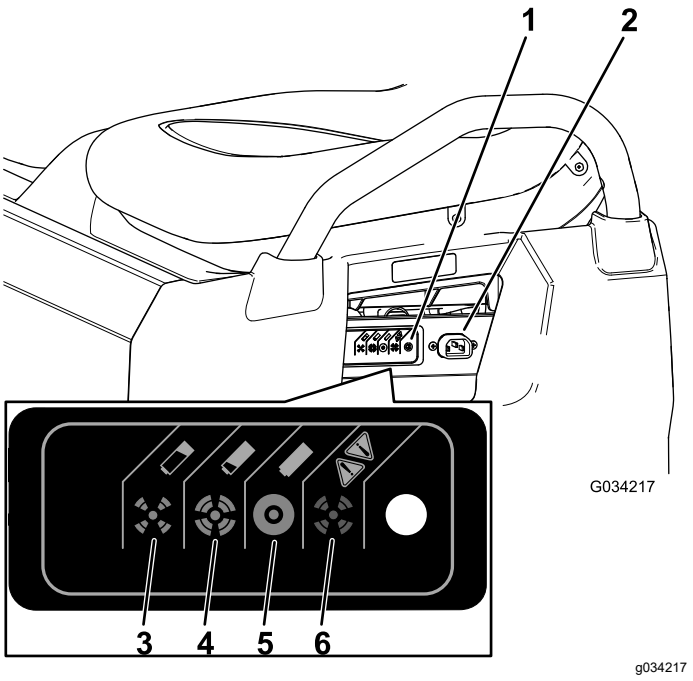

Figur 39
3. Tilslut en **16 måler (eller større diameter), 2,5 m eller kortere opladerledning** til opladningsfatningen på maskinen (Figur 39).
Se følgende tabel og Figur 39 for oplysninger om, hvad de forskellige farver på opladerens statuslampe betyder.